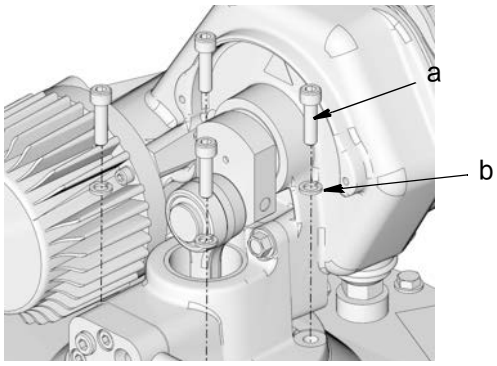

图 50
26. 将泵底座上的孔与料桶 / 储罐盖上的孔对齐。使用螺丝 (a) 和垫圈 (b) 将泵牢牢固定在料桶 / 储罐盖上（图 50）。